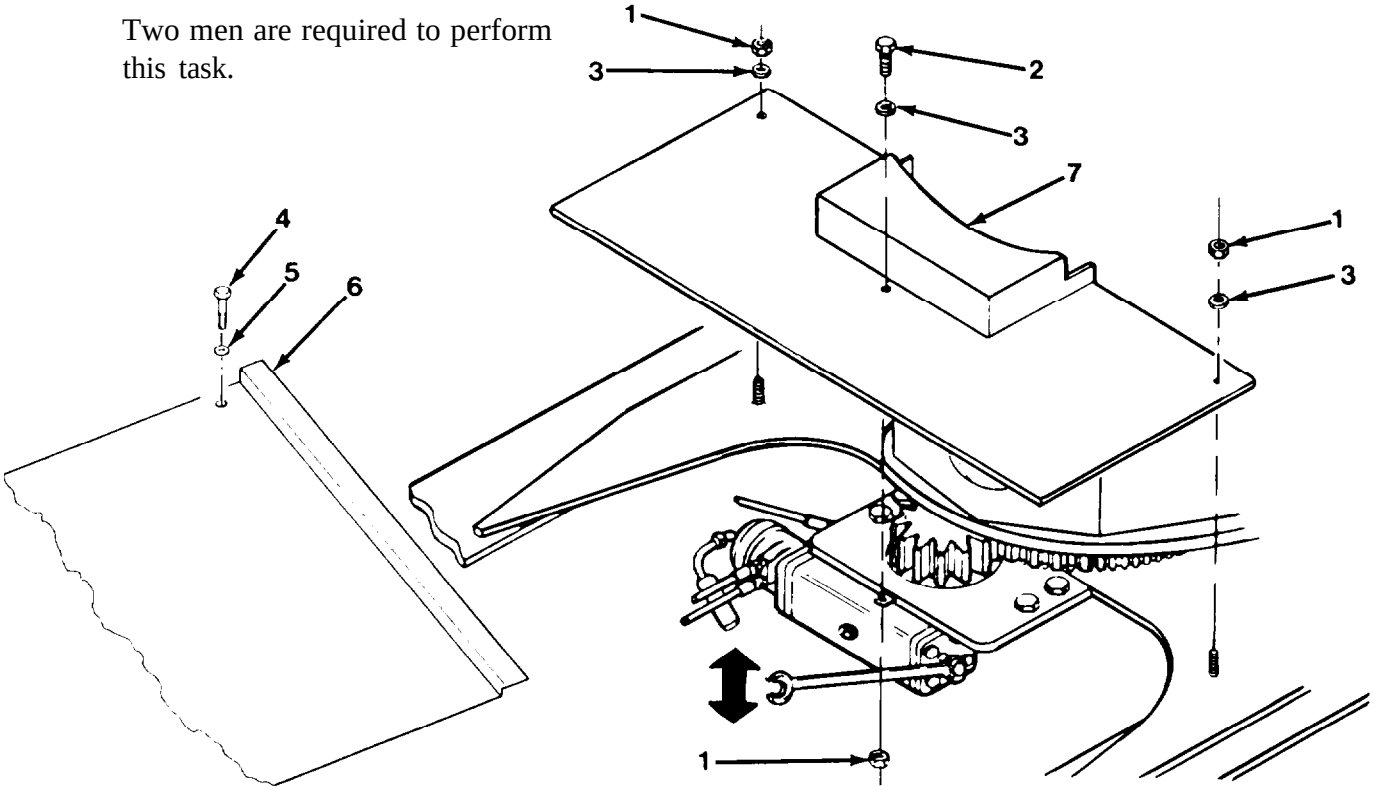

Figure 4-52. Swing Drive Box
1. Remove three nuts (1), bolt (2), three washers **(3),** five bolts **(4),** washers **(5),** deck plate **(6),** and pinion cover (7, Figure 4-52).